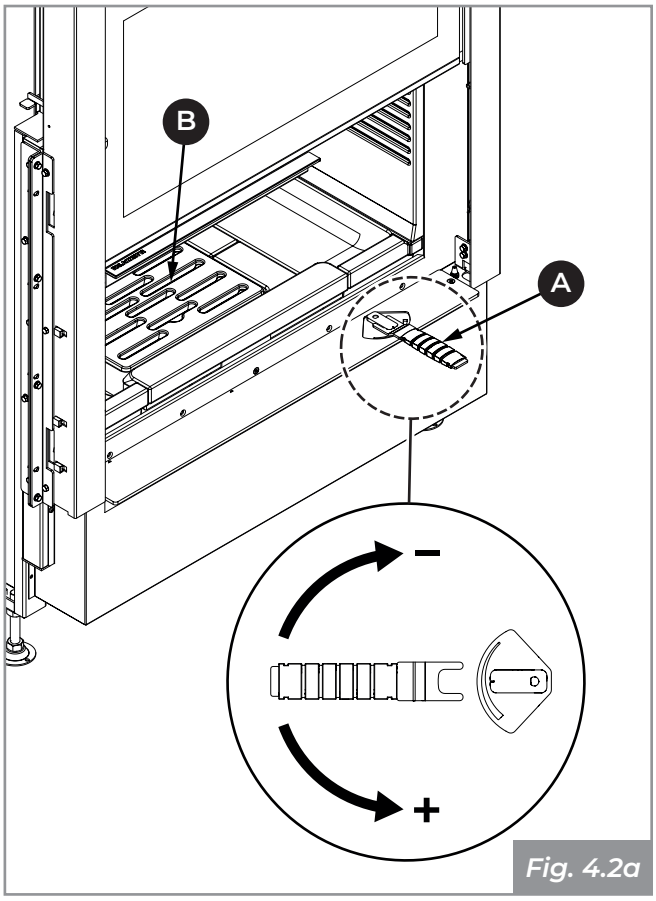
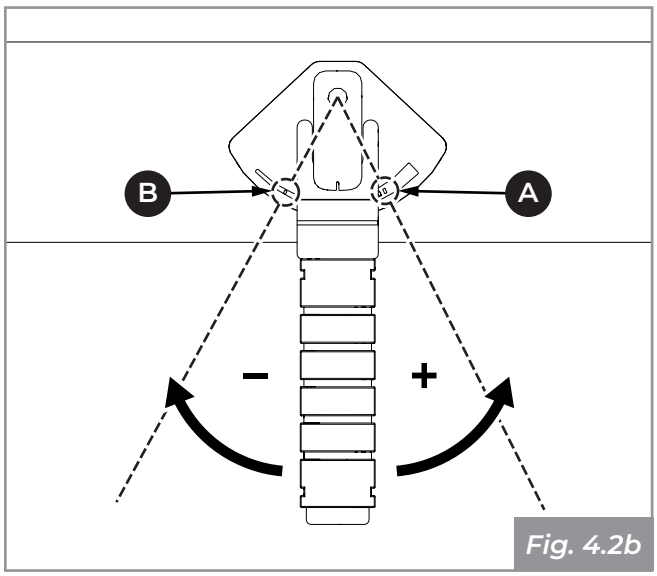
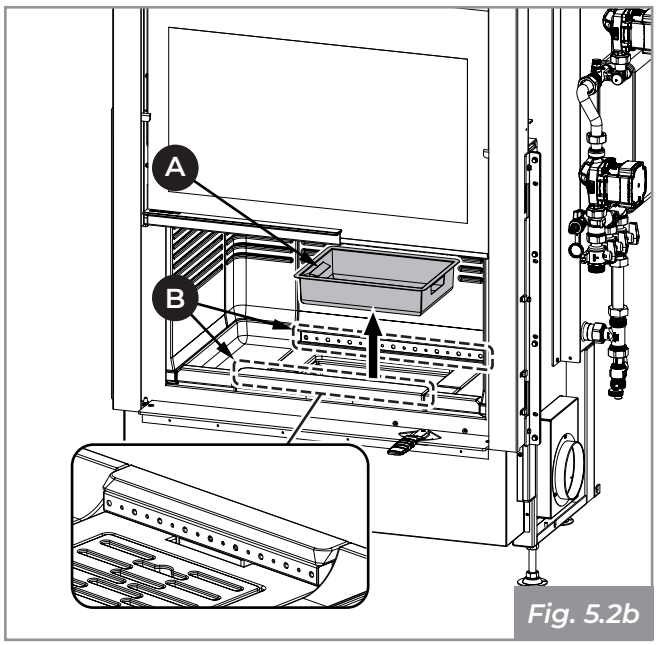

Fig. 4.2a
Fig. 4.2b
Fig. 5.2b
2. Utilizzando la maniglia fredda in dotazione **(A - Fig. 4.2a)** aprire al massimo (+) la regolazione dell'aria primaria **(A - Fig. 4.2b)**;
3. Appoggiare con cautela i pezzi di legna nella camera di combustione avendo cura di non coprire totalmente le feritoie nella griglia **(B - Fig. 4.2a)** e i fori anteriori e posteriori del distributore di aria comburente **(B - Fig. 5.2b)**;
8. Mantenere la presa d'aria aperta per garantire una fiamma alta e luminosa **(A - Fig. 4.2b)**;
9. Ridurre l'apertura della presa d'aria **(B - Fig. 4.2b)** utilizzando l'apposita maniglia fredda solo quando si è formata una buona base di brace.
Estrarre il cassetto cenere dal basamento ed aspirare l'eventuale cenere depositata nei vani sottostanti **(A - Fig. 5.2b)**.
Aspirare i fori anteriori e posteriori del distributore aria comburente al fine di evitare eventuali accumuli di cenere **(B - Fig. 5.2b)**.